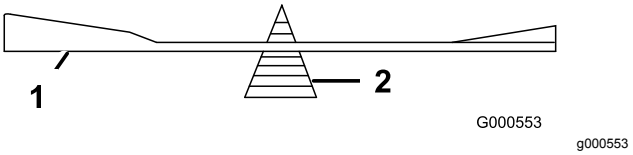

**Figur 58**
2. Kontroller knivens balance ved at placere den på en afbalanceringsenhed (Figur 58).